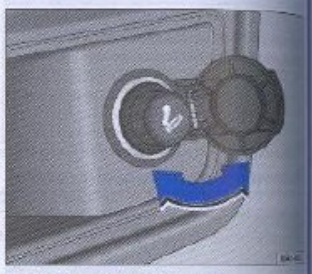

Fig. 86 Encendedor de cigarrillos
– Pulse el botón del encendedor ⇒ fig. 86 hacia adentro ⇒ ⚠.